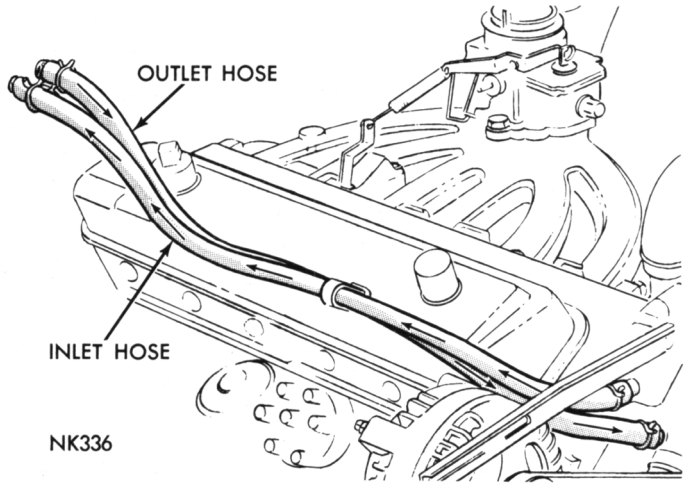

Fig. 6—Heater Hose Connections—225 Cu. In. Engine—All Models
(1) Position heater assembly under instrument panel (mounting studs up) and connect temperature control door and defroster door cables. See "Control Cable Adjustments."
(2) Rotate heater into position on bulkhead and support heater housing with a suitable block of wood.
(3) From inside engine compartment, install retaining nuts.
(4) Install heater hoses (Figs. 6, 7 and 8).
(5) Under instrument panel, install heater to cowl support bracket.
(6) Connect and adjust fresh air control and shut-